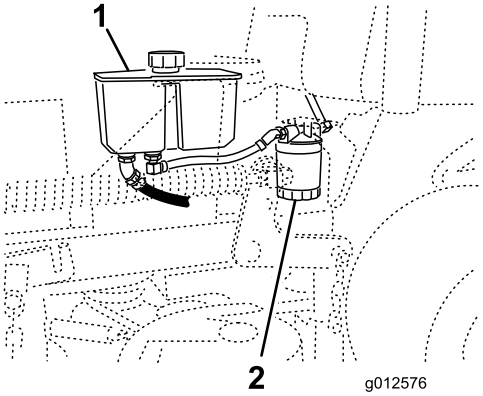

Figur 74
3. Finn filteret og plasser tappefatet under filteret (Figur 74).